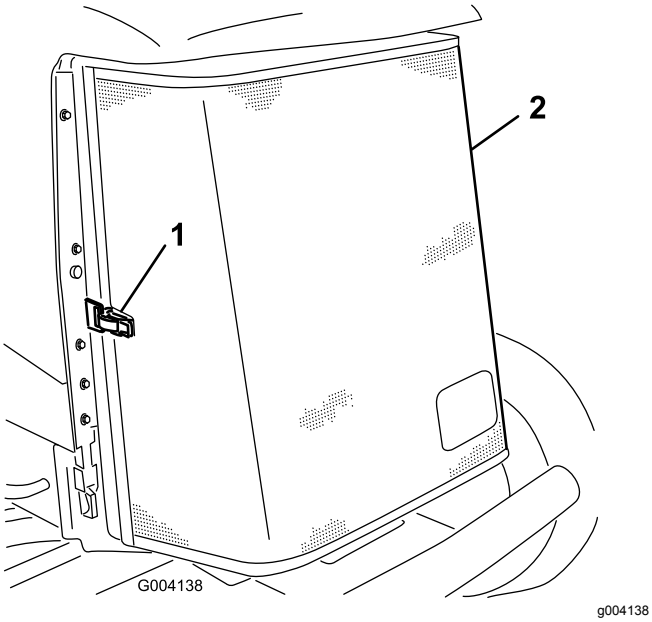

Figur 91
3. Lås klemmen op, og drej kølergitteret for at åbne det (Figur 91).